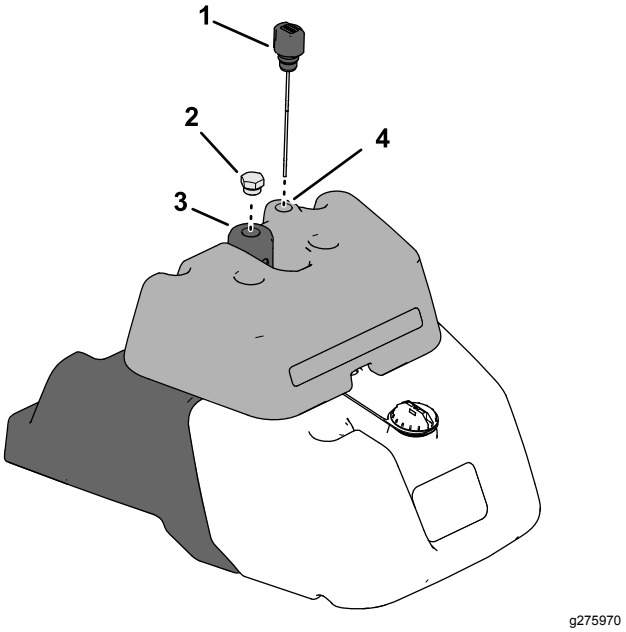

Figur 38
2. Sjekk hydraulikkoljenivået ved å finne peilestaven for hydraulikksystemet øverst på lekkasjedetektortanken (Figur 38).